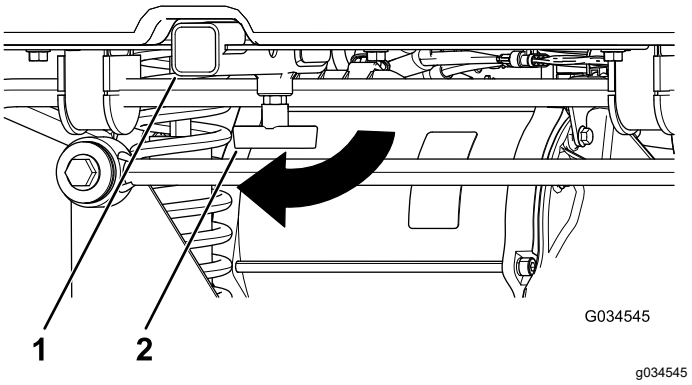

Figura 15
1. Desaperte a pega em T rodando-a no sentido dos ponteiros do relógio (Figura 15).
2. Insira o acessório no recetor até que o acessório atinja o fim do recetor (Figura 15).